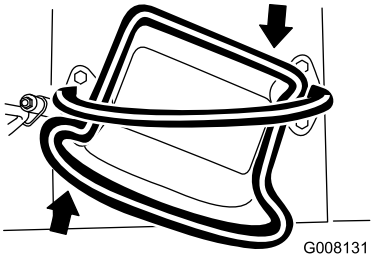

Figuur 11
- Voor een bocht naar rechts draait u de tractiebediening rechtsom (Figuur 11).